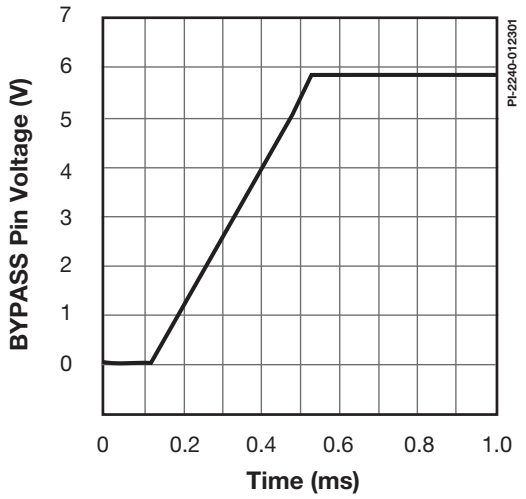

Figure 14. BYPASS Pin Start-up Waveform.
C. See Typical Performance Characteristics section Figure 14 for BYPASS pin start-up charging waveform.